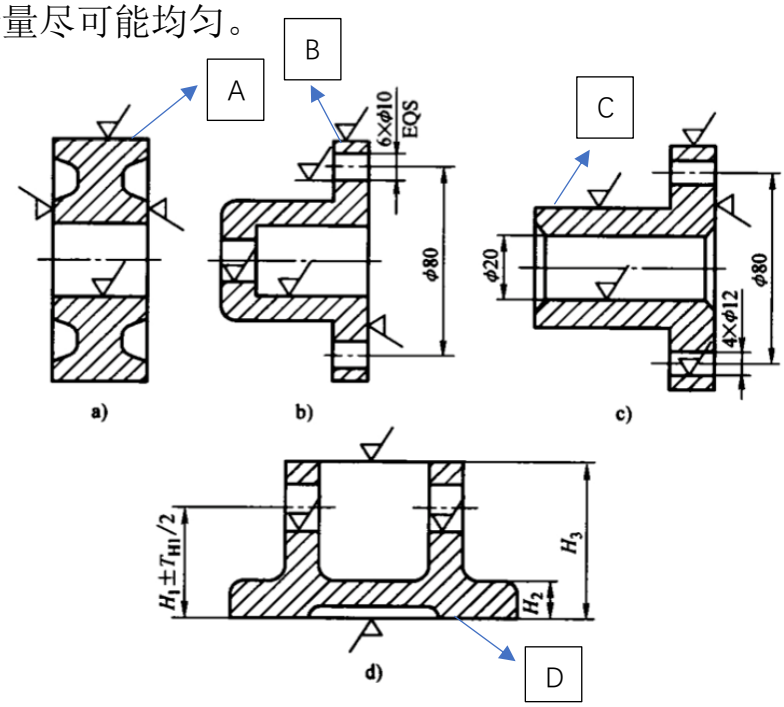

图 5-52　习题 5-8 图
3、加工图 5-52 所示零件，其粗基准、精基准应如何选择？图 5-52a、b 及 c 所示零件要求内外圆同轴，端面与孔心线垂直，非加工面与加工面间尽可能保持壁厚均匀；图 5-52d 所示零件毛坯孔已铸出，要求孔加工余量尽可能均匀。